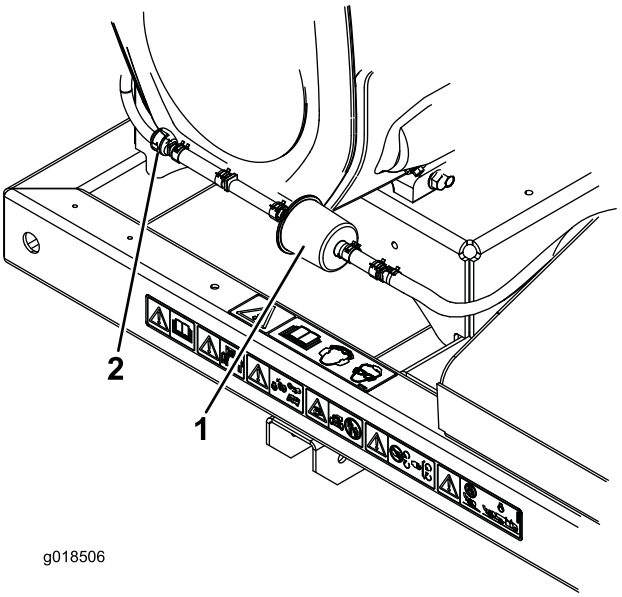

Figur 22
2. Flyt slangeklemmerne af fjedertypen på begge sider af udluftningsrørets filter til kulfiberbeholderen væk fra filteret (Figur 22).
3. Fjern og kassér kulfilteret (Figur 22).
4. Indsæt et nyt filter i slangen med pilen på filteret pegende hen imod kontraventilen og sæt det fast med slangeklemmer (Figur 22).